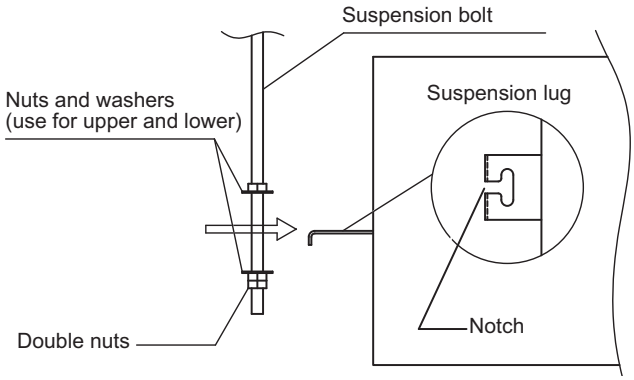

Fig. 2-100
(3) Thread the 3 hexagonal nuts and 2 washers (field supply) onto each of the 4 suspension bolts (Figs. 2-100 and 2-101). Use 1 nut and 1 washer for the upper part, and 2 nuts and 1 washer for the lower part, so that the unit will not fall off the suspension lugs.